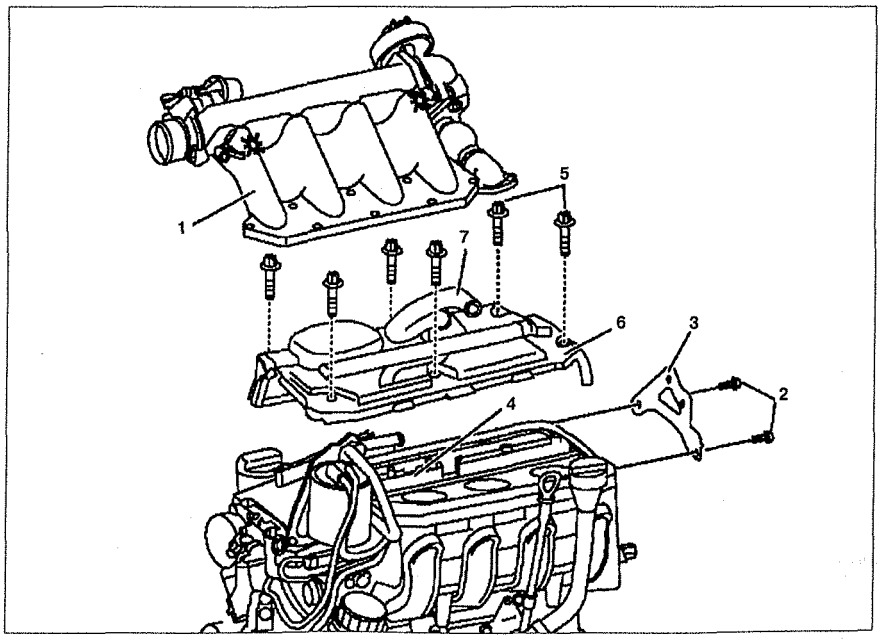

Рис. 5.5. Декоративная панель крышки головки блока цилиндров:
1. Снимите смешивающую камеру с клапаном рециркуляции отработавших газов **1** (см.рис.5.5).